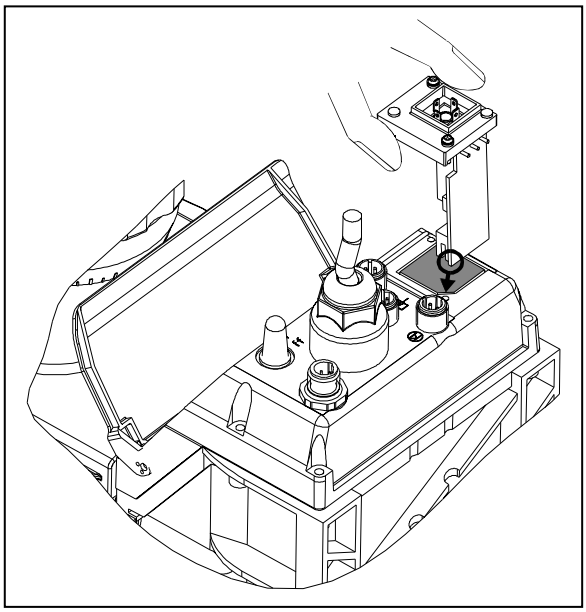

рис. 16 – ввод релейного ввода
- Возьмите торцевую пластинку реле с гнездом в правую руку за противоположные углы (рис.16) и слегка влево откиньте вводимую пластинку реле.